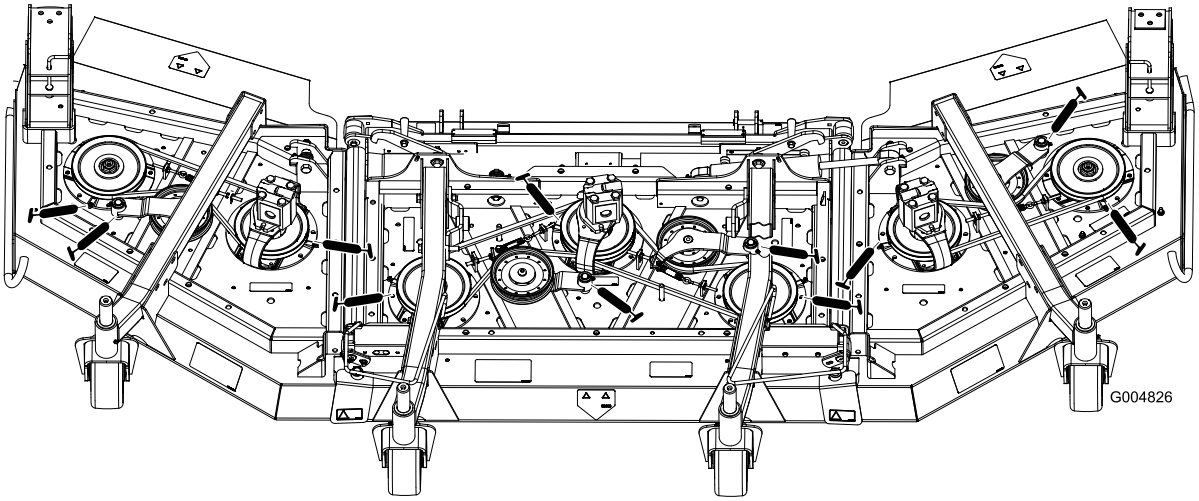

Figura 45
- Cojinetes del eje de la cuchilla (3) (Figura 45).
- Casquillos del pivote del brazo tensor (2) (Figura 45)